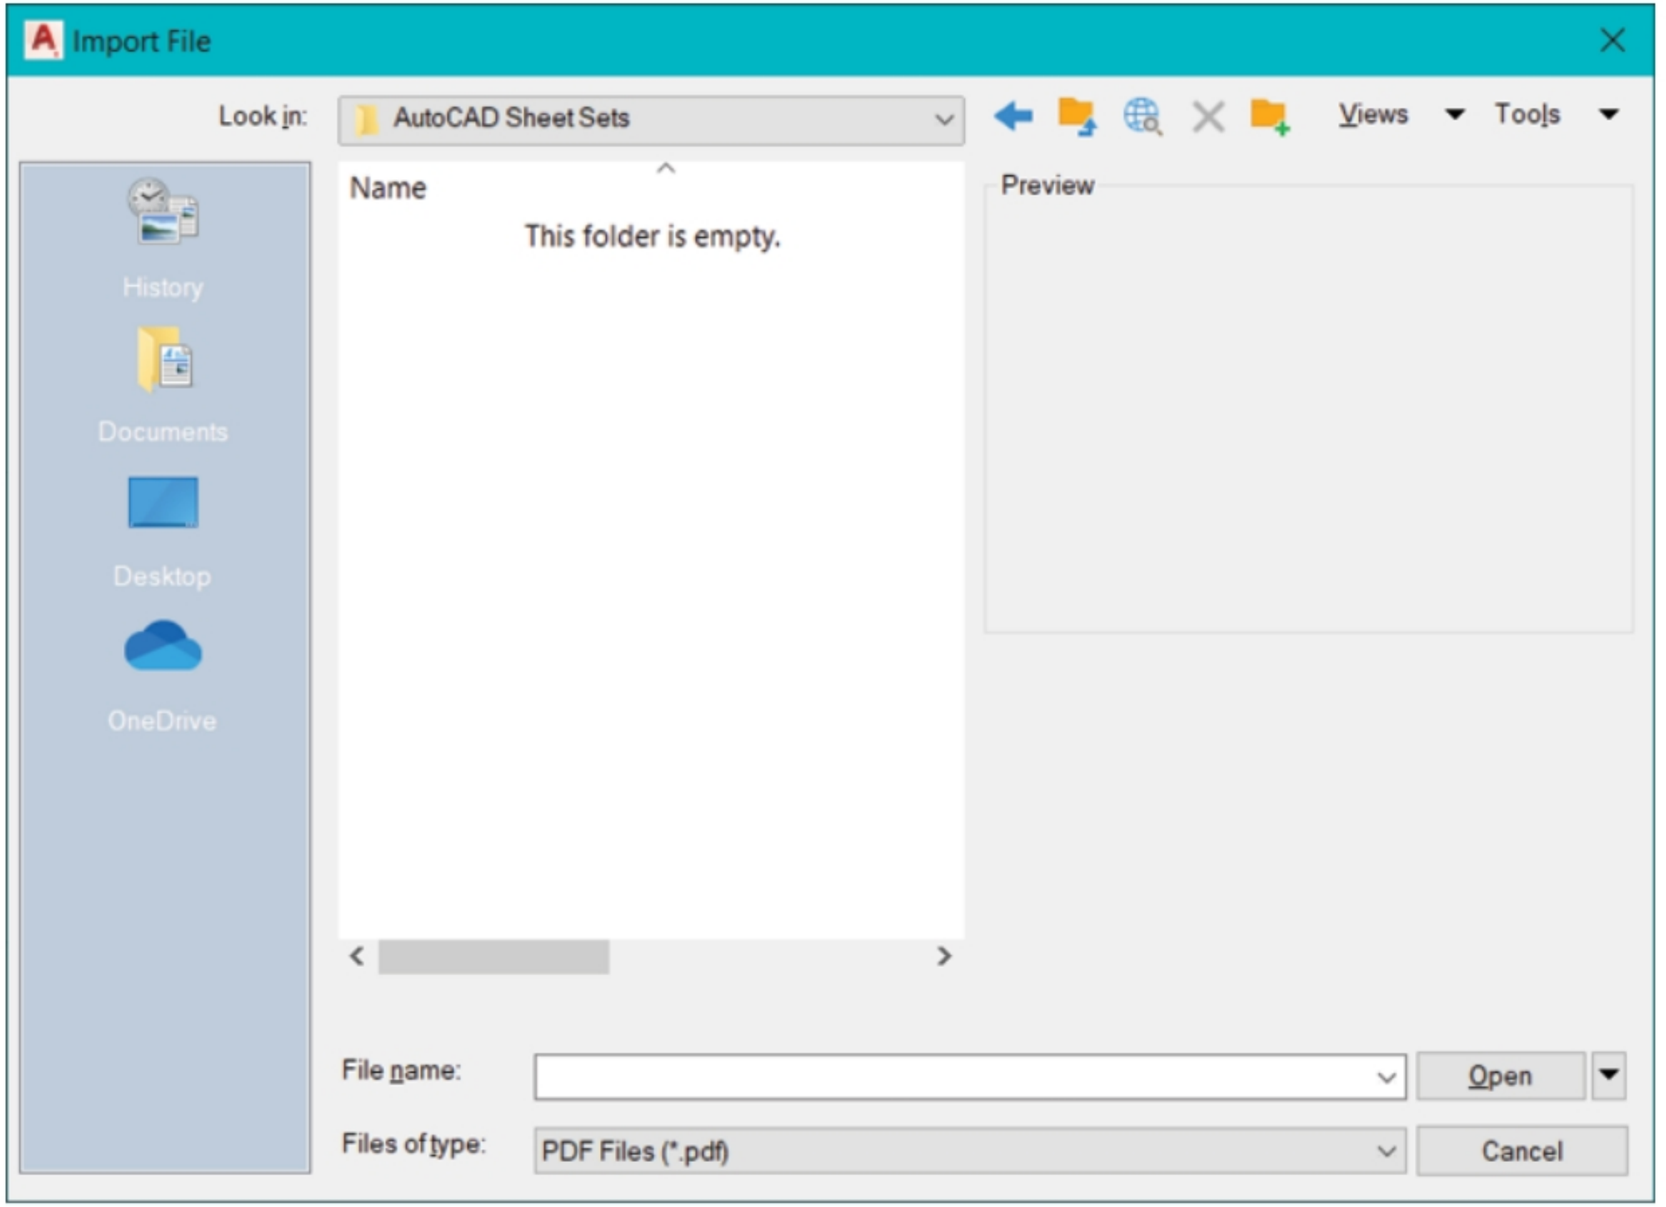

Figure-45. Import File dialog box
- Click on the **Other Formats** tool from the **Import** cascading menu of the **Application** menu. The **Import File** dialog box will be displayed; refer to Figure-45.